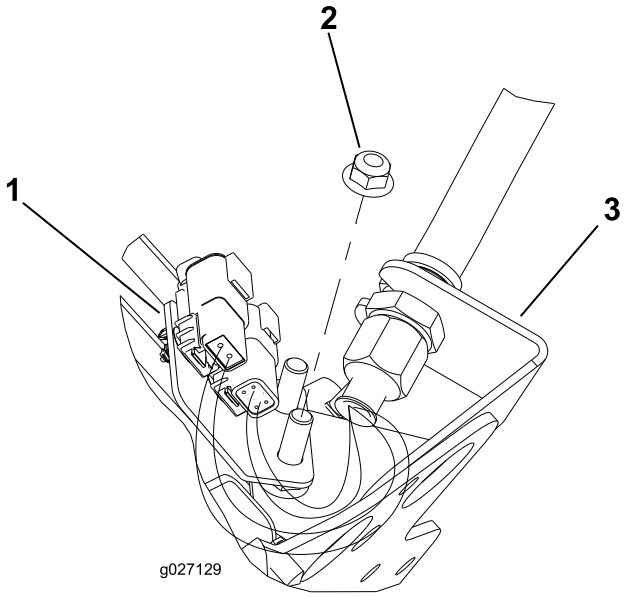
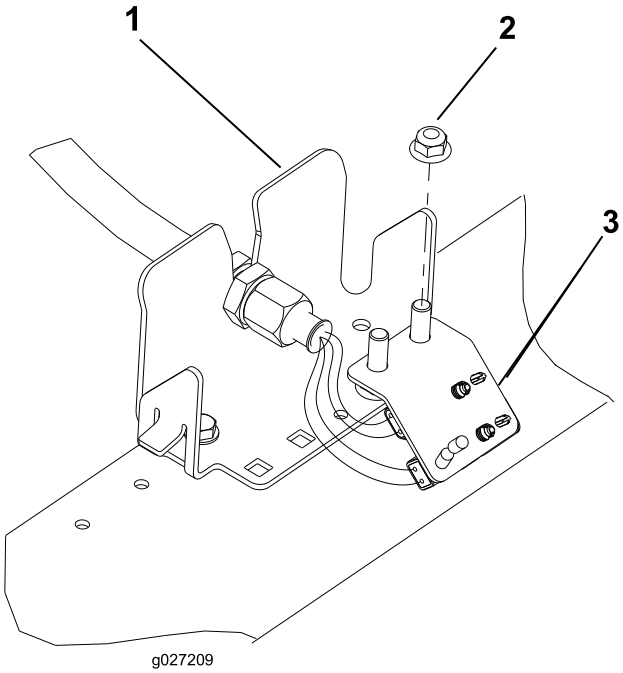

Figur 12
Figur 15
6. Upprepa proceduren på de kvarvarande (4) platserna på motorväggen i enlighet med Figur 12 till Figur 15.